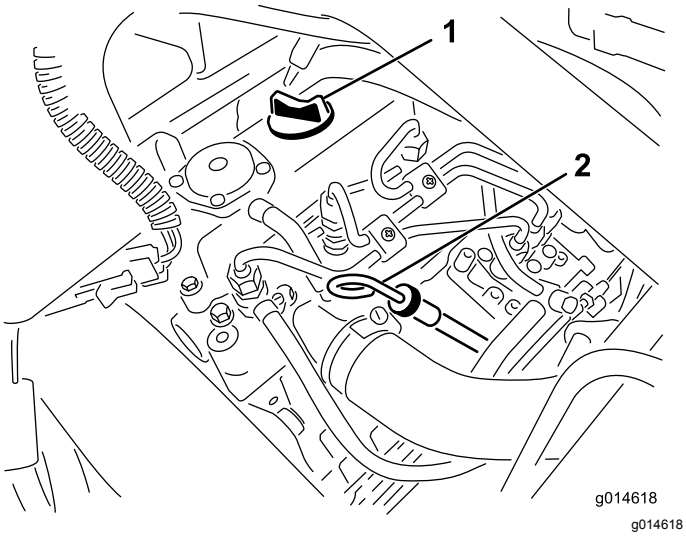

Rysunek 32
2. Wyjmij wskaźnik poziomu i wytrzyj go czystą szmatką (Rysunek 32).